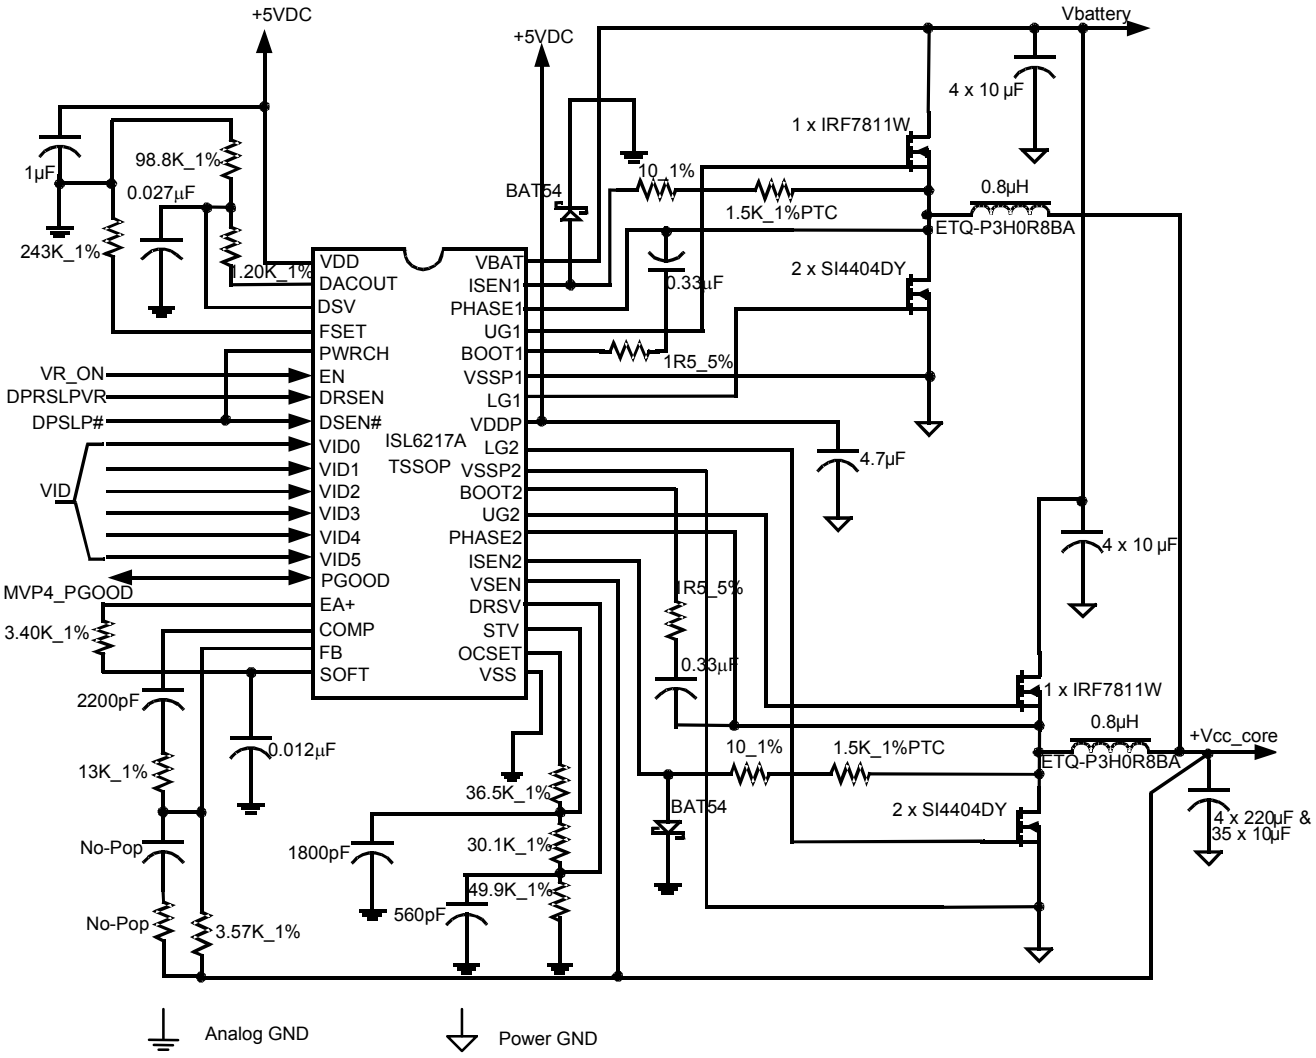

FIGURE 14. TYPICAL APPLICATION CIRCUIT FOR THE IMVP-IV™ AND IMVP-IV+™ CORE VOLTAGE REGULATOR
Figure 14 shows the ISL6217A, Synchronous Buck Converter circuit used to provide the CORE voltage regulation for the Intel IMVP-IV™ and IMVP-IV+™ application. The circuit uses 2 channels for delivering up to 25A steady state current, and has a 250kHz channel switching frequency. This circuit also switches to single channel operation for Deep and Deeper Sleep modes of operation. For thermal compensation, PTC resistors are used as sense resistors. The Output capacitance is less than 3mΩ of ESR, and are (4) 220µF, 4V Sp-Cap parts in parallel with (35) high frequency, 10µF ceramic capacitors.